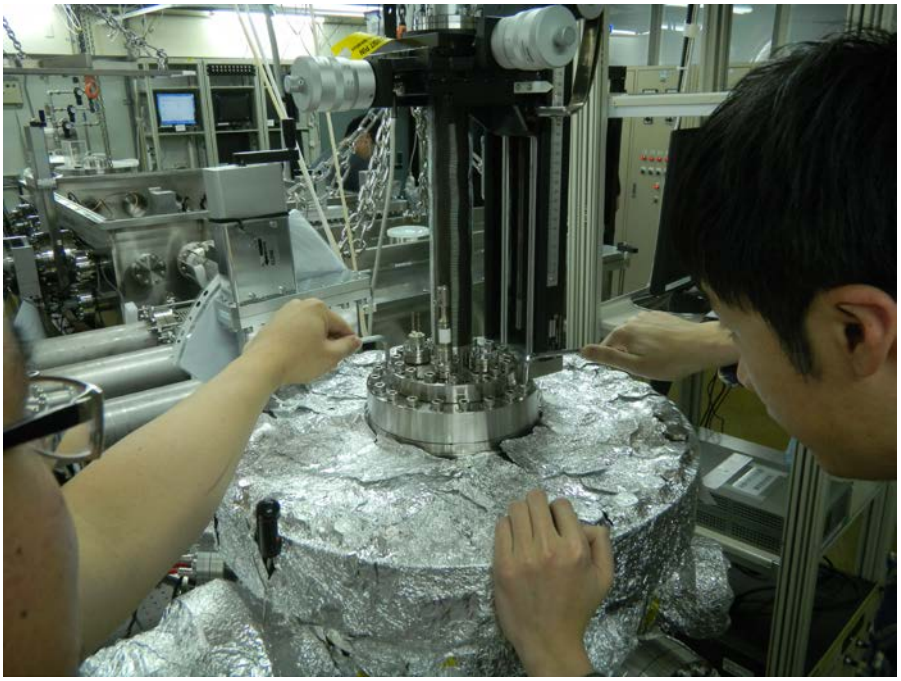

Figure 3. 真空元件安裝方法
2. 建議同時由兩人以對角線的方式操作。注意用板手鎖螺絲時，不可一次鎖到最緊，應以十字對稱法重複二到三次，最後用一般力道鎖緊後，最多再鎖四分之一圈即可，避免螺牙損壞或是施力不平均導致漏氣，如 Figure 3 所示。